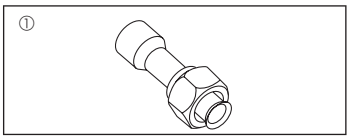

Fig. 1-1
1.6. Accessoires de l'appareil extérieur (Fig. 1-1) (RP200/250)